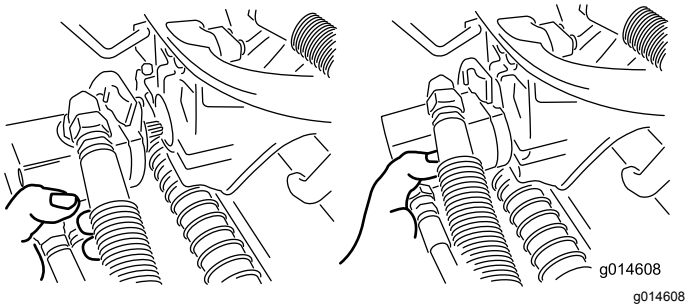

Figur 46
3. Flyt motoren hen i opbevaringspositionen foran på affjedringsarmen (Figur 46).